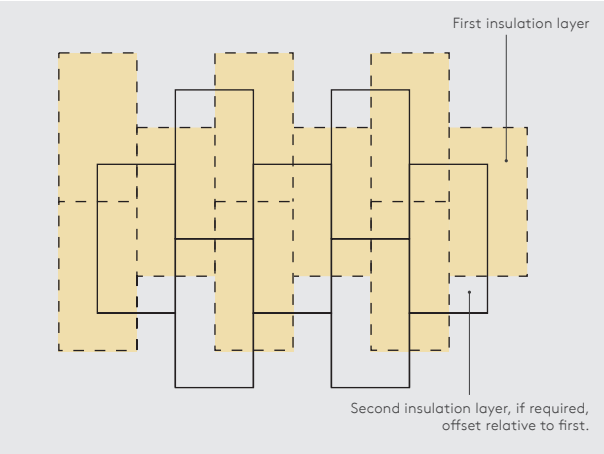

Figure 15 - Offsetting of multiple insulation yayers
- If two layers of insulation are required, they should be horizontally offset relative to each other so that, as far as possible, the board joints in the two adjacent layers do coincide with each other (see Figure 15).
- If two layers of insulation are required, they should be horizontally offset relative to each other so that, as far as possible, the board joints in the two adjacent layers do not coincide with each other (see Figure 15).